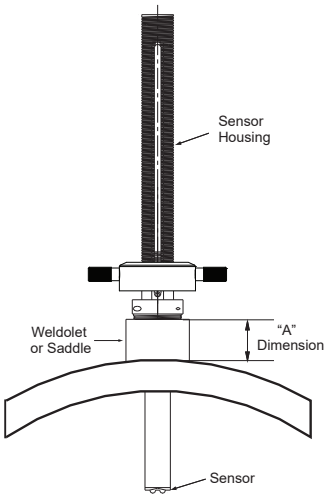

Fig. 2
- For retrofit installations, the ball valve must be at least a 1¼ in. (or 1½ in. for 2552-3) valve. The stack height, or "A" dimension (see Fig. 2), is the overall height from the top of the pipe to the top of the ball valve.
- For new installations, Signet recommends a 1¼ in. or 1½ in. full port ball valve, a short nipple and a weldolet (threadolet). The stack height or "A" dimension (see Fig. 2) is the overall height from the top of the pipe to the top of the ball valve before the sensor is connected.